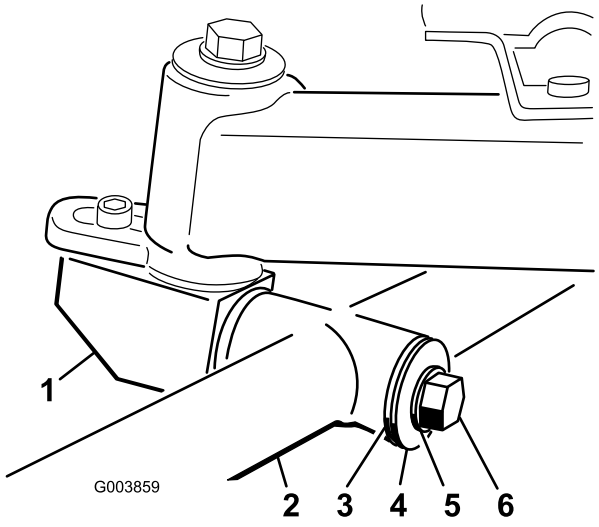

Figur 9
5. Plasser monteringsakselen på klippeenheten med dreierøret på bærerammen. Før akselen inn i røret (Figur 9).
6. Fest akselen i dreierøret med en en aksiallagerskive, flat skive, låseskive og en bolt (Figur 9).